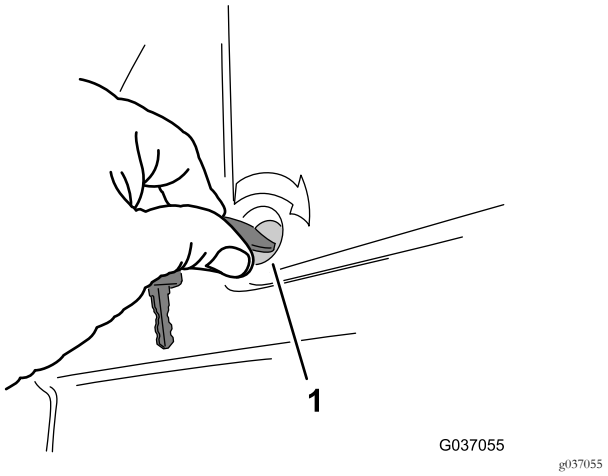

Figur 42
3. Fäst kåpan i plattformen genom att vrida de två kvartsvarvsfästelementen medurs (Figur 42).